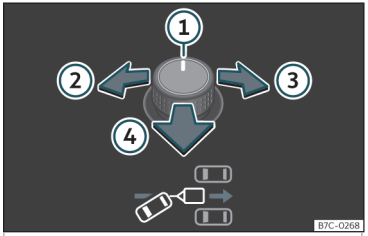
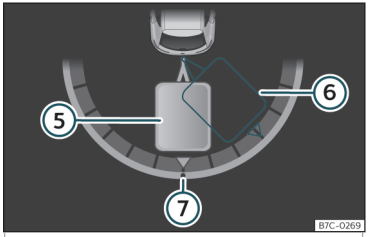

Fig. 188 Butoanele rotative ale oglinzilor exterioare: reglarea unghiului remorcii.
Fig. 189 Afișajul din panoul de instrumente: cuplarea treptei marșarier
Legendă pentru **fig. 188**, ››› **fig. 189**:
- Înclinați butonul rotativ până la atingerea direcției dorite››› **fig. 188**. O reprezentare a ansamblului format din vehiculul tractor și remorcă este afișată pe ecranul panoului de instrumente în scopul ghidării››› **fig. 189**.